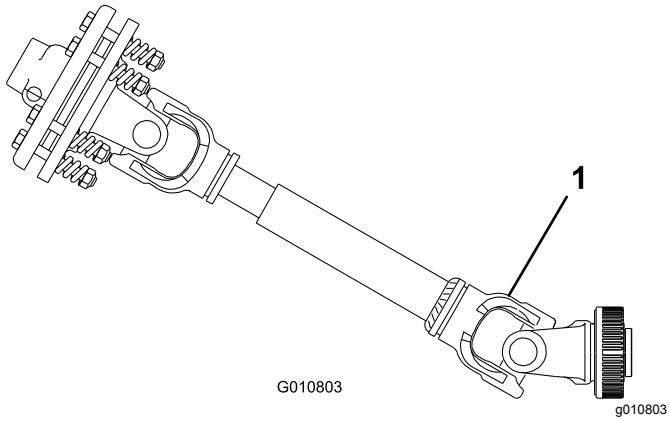

**Figur 10**
***Viktigt:*** **När kraftuttaget ansluts är det viktigt att se till att luftaren inte höjs upp mer än nödvändigt. Om maskinen höjs upp för mycket kan kraftuttagets axelleder gå av (Figur 10). Kraftuttaget får inte fortsätta att vridas när luftaren är upphöjd. Du kan använda kraftuttaget med en vinkel på upp till 25°. Dess vinkel får aldrig överstiga 35° när luftaren är maximalt upphöjd eftersom axeln då kan skadas allvarligt.**